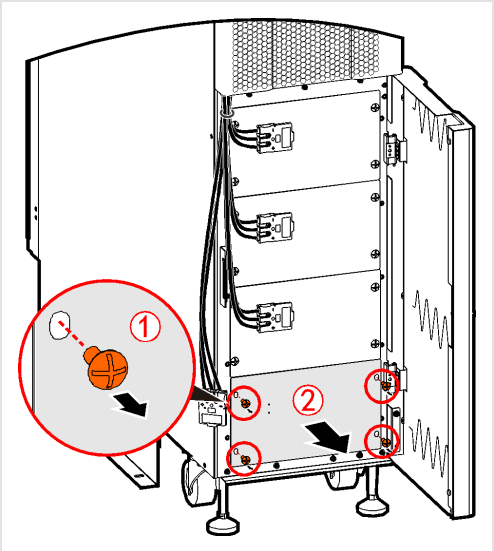

FIGURE 4-12 Step 3 — remove the cover plate
3. Remove the screws and the cover plate (Figure 4-12).